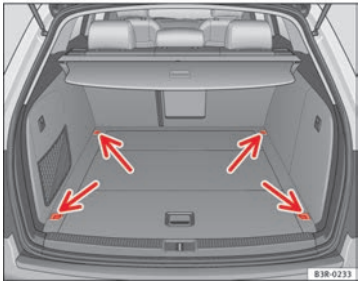

Fig. 117 Location of fastening rings in luggage compartment
– Use the fastening rings to secure the load ⇒ fig. 117 -arrows-.